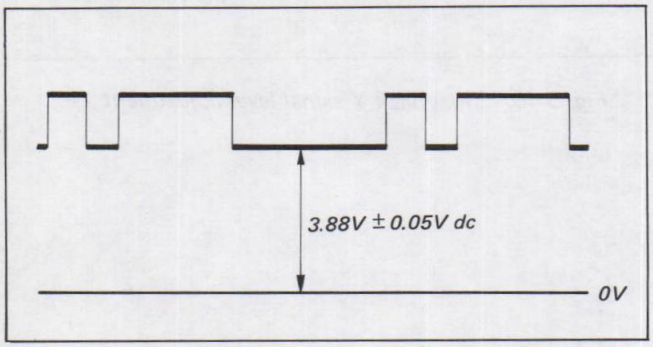

Fig. 5-42. JOG PLL adjustment
(1) Supply the VTR with the colour bar signal and set up the E-E mode.
(2) Connect the oscilloscope to pin 28 of IC6.
(3) Adjust RV007 for 3.88V ± 0.05V dc (See Fig. 5-42.)